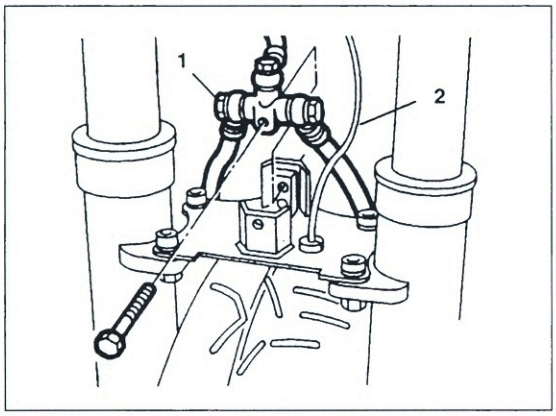

Bild 219
- Gabelstabilisator ausbauen (Bild 219): Bremsverteiler ① lösen und ABS-Sensorstecker unter Tank trennen. Sensorleitung ② freilegen. Gabelstabilisator ausbauen.